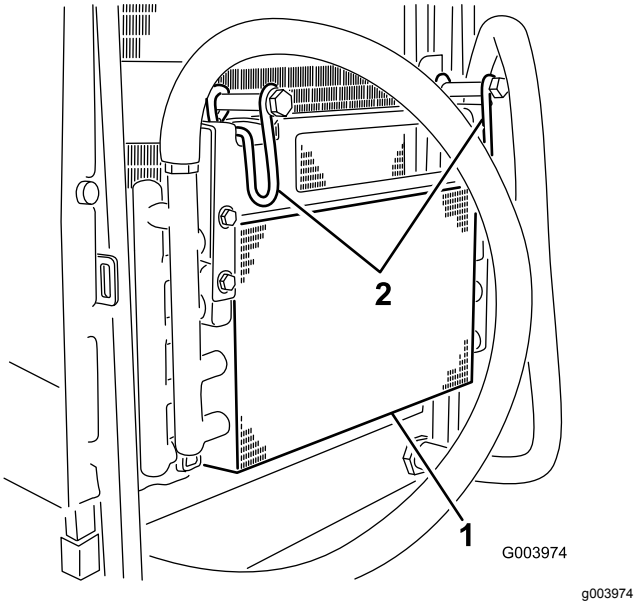

Figur 61
5. Sving låsene innover for å frigjøre oljekjøleren (Figur 61).